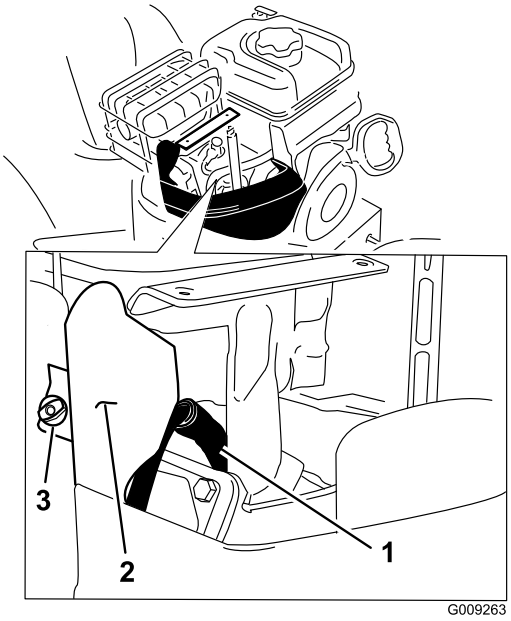

Figur 45
4. Fjern beslagets fingerskrue og beslaget (Figur 45).
5. Rengør området omkring den nederste del af tændrøret (Figur 45).